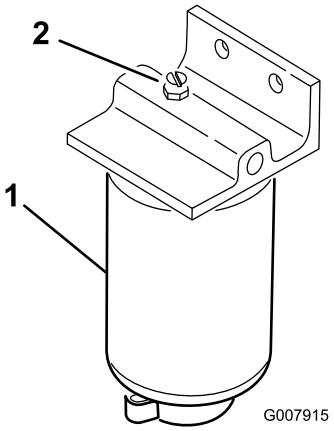

Figura 35
3. Abra o tampão de ventilação do filtro de combustível/separador de água (Figura 35).